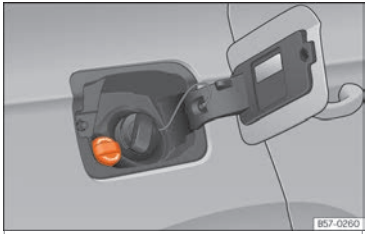

Fig. 302 Tapón de la boca de llenado del depósito de AdBlue.
- Abra la tapa del depósito ››› fig. 302.
- Gire el tapón de cierre de la boca de llenado de SCR hacia la izquierda ››› fig. 302.